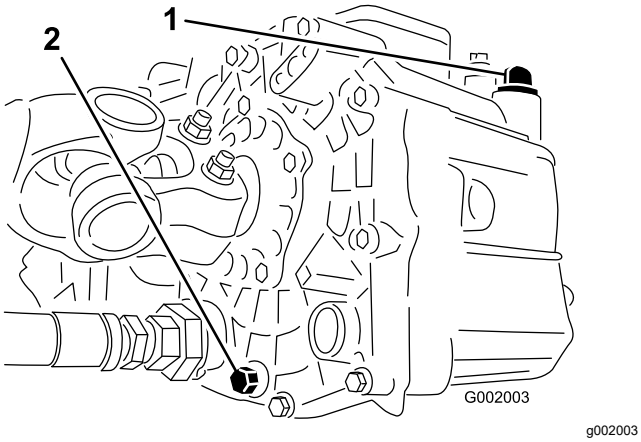

Figure 56
3. Enlevez le bouchon de vidange sur le côté du réservoir et faites couler l'huile dans le bac de vidange (Figure 56).